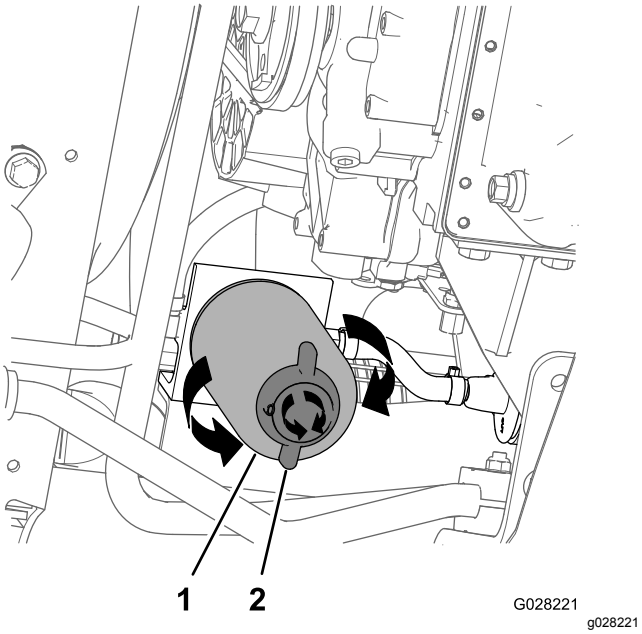

Figur 77
4. Placera ett avtappningskärl under bränslefiltret, se Figur 77 i Byta ut vattenseparatorfiltret (sida 60).
2. Placera ett avtappningskärl under vattenseparatorfiltret (Figur 77).
3. Rotera avtappningsventilen i botten av vattenseparatorfiltret moturs (Figur 77).
4. Rengör området kring vattenseparatorfiltret och filteradapterfästet (Figur 77).
5. Avlägsna vattenseparatorfiltret (Figur 77).
9. Kontrollera att avtappningsventilen i botten av vattenseparatorfiltret är ordentligt åtdragen medurs (Figur 77).